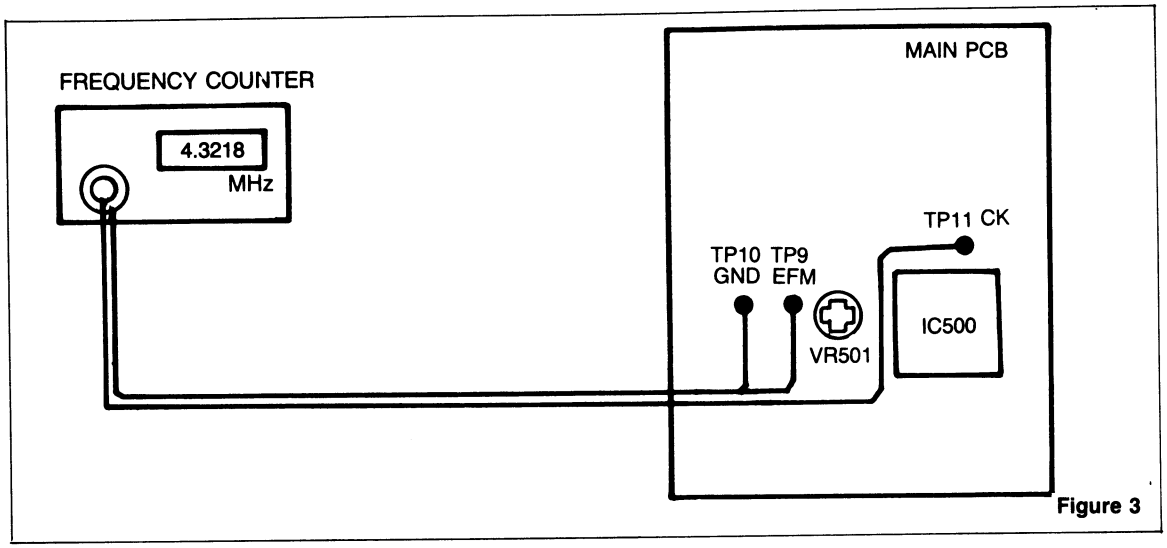

Figure 3
2) Adjusting procedure (Figure 3)
- Connect the frequency counter to TP11 (CK) and TP10 (GND)